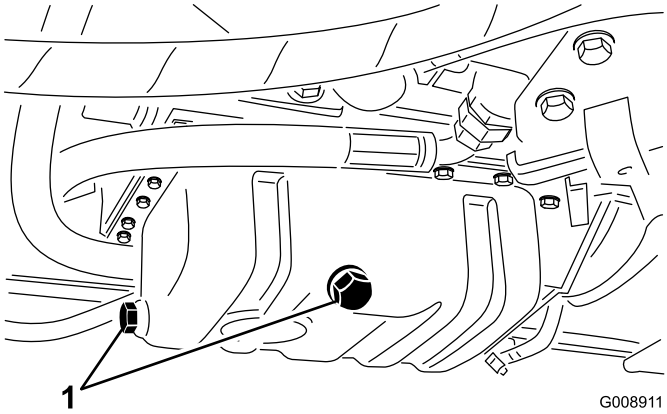

Figur 52
1. Ta bort avtappningspluggen (Figur 52) och låt oljan rinna ned i ett avtappningskärl.